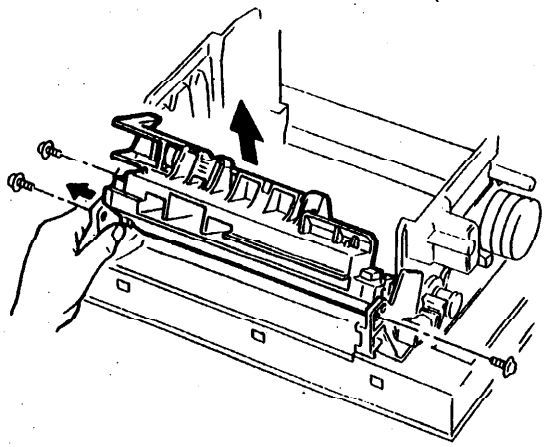

Рис. 1. Узел правой рамы
5. Отвинтите три винта, крепящих узел правой рамы к корпусу (Рис. 1).